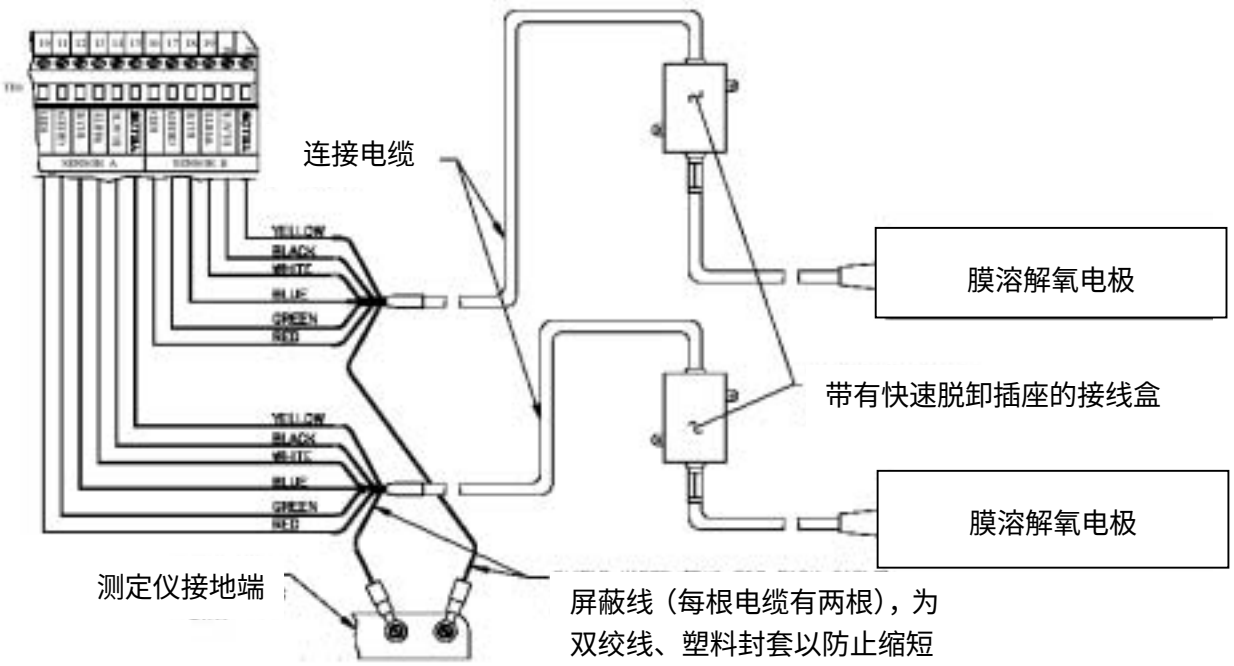

图 2-4　GLI 膜溶解氧传感器
4. 参阅图 2-4，将其它的连接电缆接到分析仪的 TB1 的 SENSOR A（传感器 A）接线端，注意颜色须匹配。（如果用了第二个传感器的话，交其用相同的连接到 SENSOR B（传感器 B）接线端）。